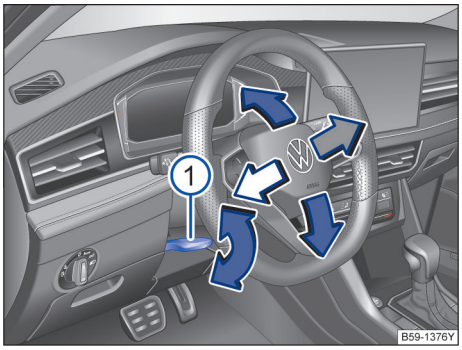

图 71 调节方向盘位置
– 将图示操纵杆→图 71 ① 向下翻转。
– 将操作杆①用力向上推，直到它回复到锁止位置→⚠。